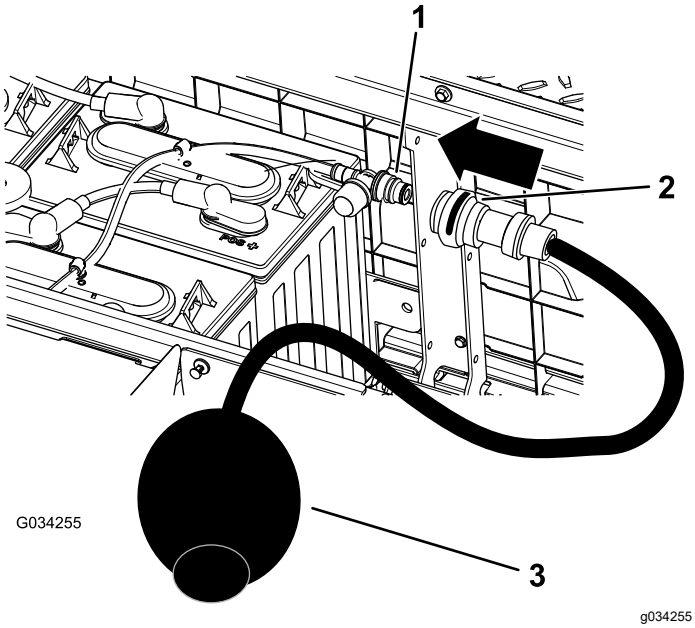

Figur 40
4. Koble din Toro-vannhåndpumpe til vannpåfyllingsporten (Figur 40).